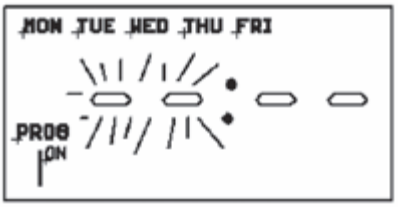

Figure B-7: Setting ‘ON’ / ‘OFF’ times (5 + 1 + 1 day operation)
3. Once the desired day grouping is selected, press ‘PROG’ button to move onto programming ON/OFF times. Display will show PRoG 1 ON, and the hour digits flashing (24 hour clock). Refer to Figure B-7.